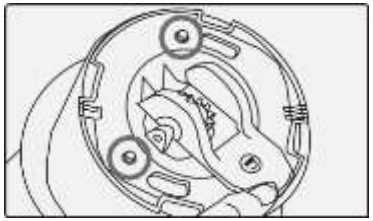

Рис. 21
3. Установите подставку кувшина (с крепежным зажимом в открытом положении) на ножи и три цапфы основания кувшина (Рис. 21).